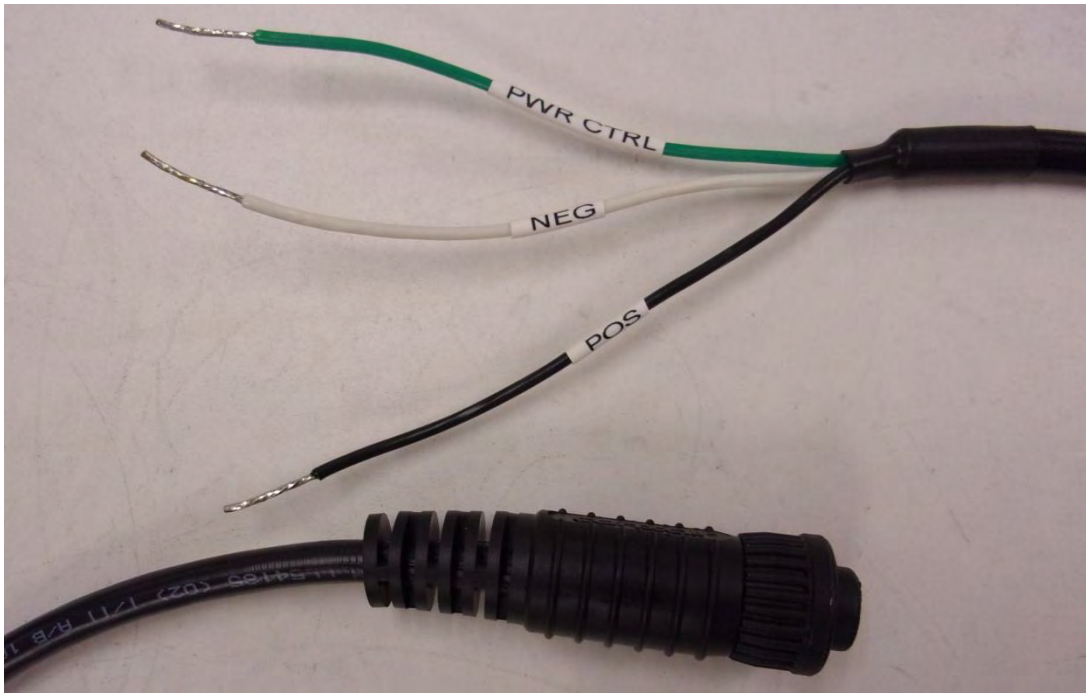

Figure 12: McQ Connect® Power Cable Connectors
5. Connect the McQ Connect® to a 12VDC power source using the power cable provided (Figure 12). The black pigtail end is +voltage and the white end is ground.